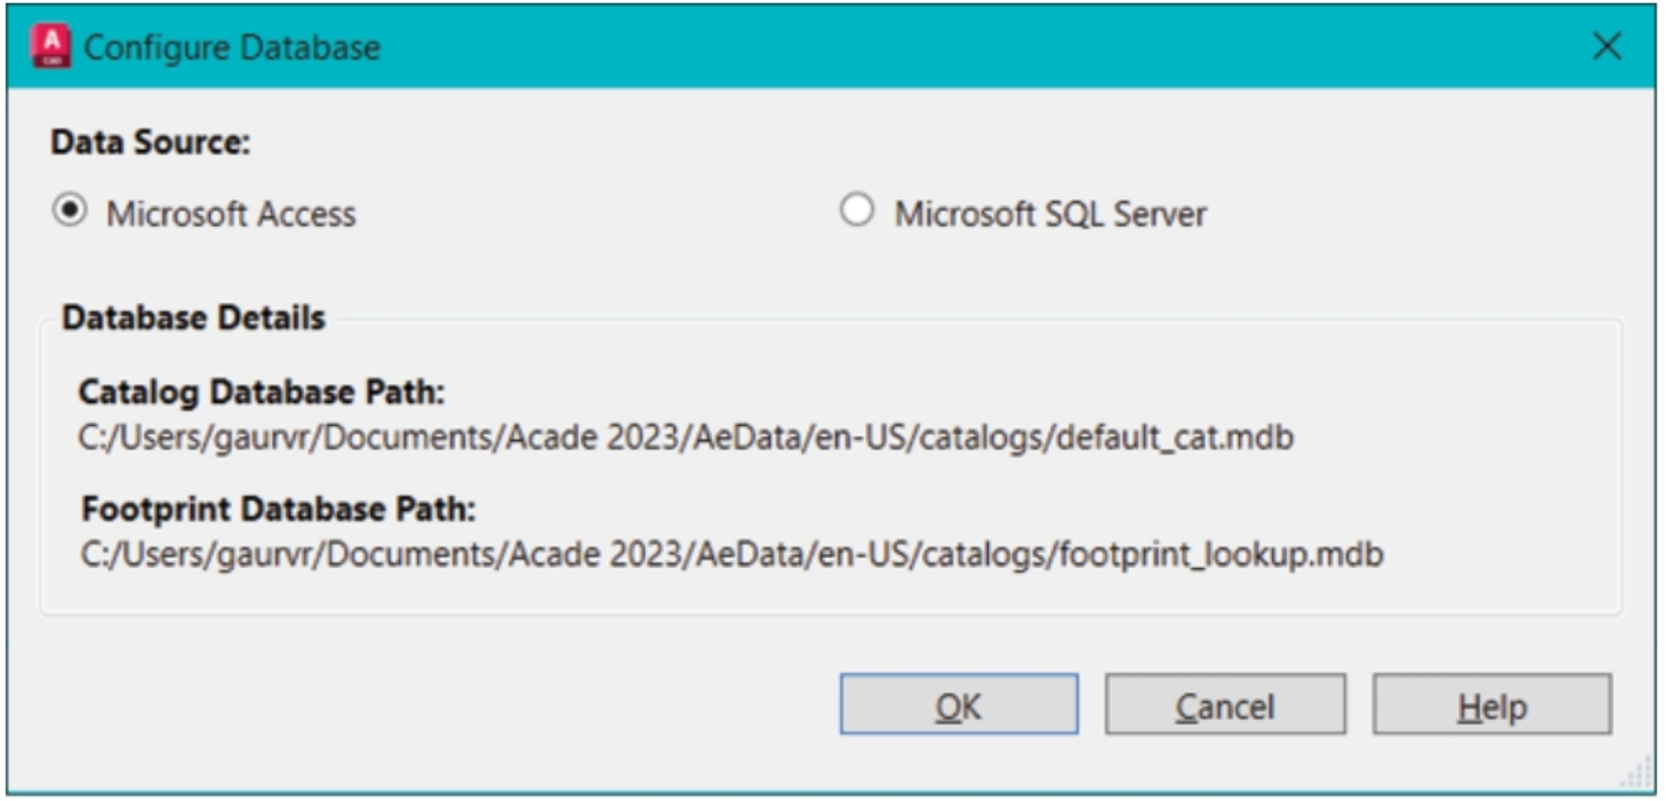

Figure-61. Configure Database dialog box
- Click on the **Config Catalog Database** tool from the **Project Tools** panel in the **Project** tab of **Ribbon**. The **Configure Database** dialog box will be displayed; refer to Figure-61.